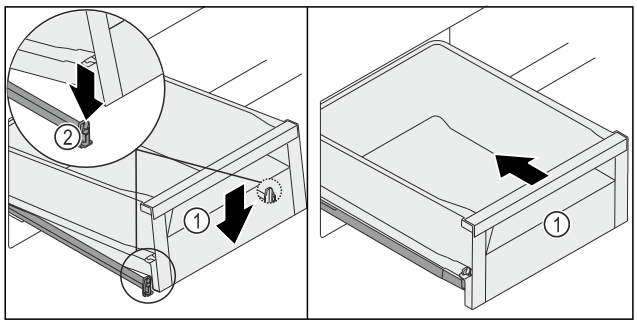

Fig. 139
- ▶ Lower the front of the drawer *Fig. 139 (1)* so that the drawer slides into the clamp *Fig. 139 (2)* on the left and right.
- ▷ The drawer *Fig. 139 (1)* latches in audibly.
- ▶ Push in the drawer *Fig. 139 (1)*.